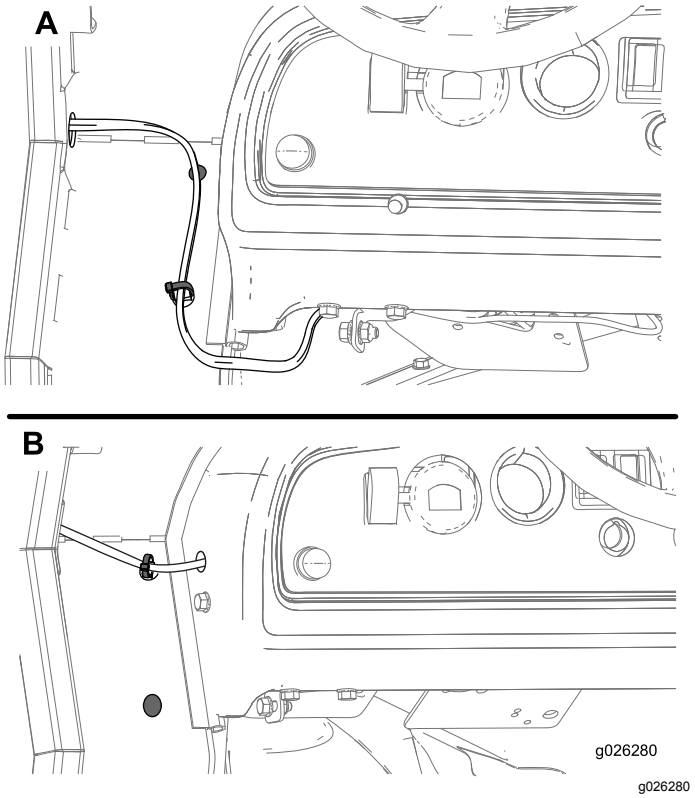

Figur 12
- Dra kablaget under kontrollpanelen (ruta A i Figur 12). Montera bandklämman i det nedre hålet på sidopanelen och stiftet i det övre hålet.
- Borra ett hål i konsolen, montera bandklämman i det övre hålet på sidopanelen och montera stiftet i det nedre hålet (ruta B i Figur 12).